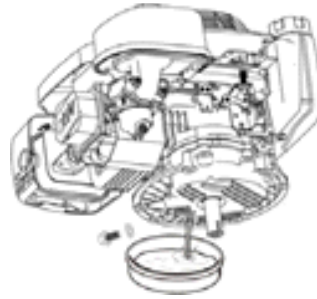

Рис. 41
11.3. Замена масла в двигателе (рис. 41)